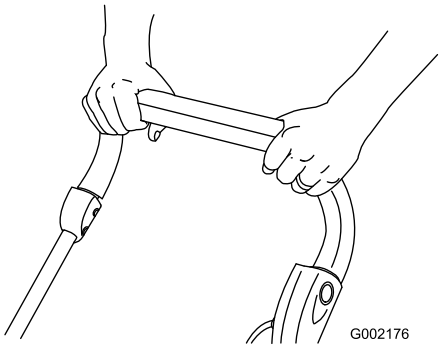

Figur 17
5. Hold styrestangen mot håndtaket og slipp knappen (Figur 17).